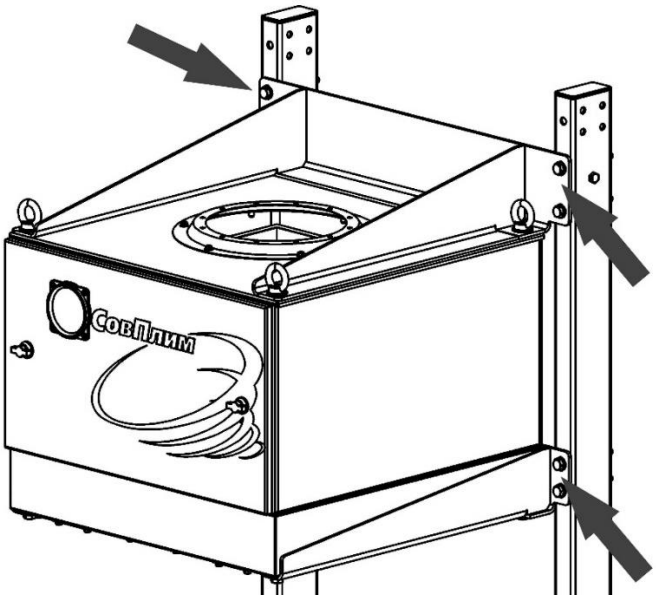

Рисунок 4
2) поднять агрегат при помощи погрузочной техники, совместить кронштейны на корпусе агрегата с отверстиями на стойках подставки (рисунок 4). Закрепить агрегат на стойках подставки при помощи крепёжных изделий, входящих в комплектацию подставки напольной.